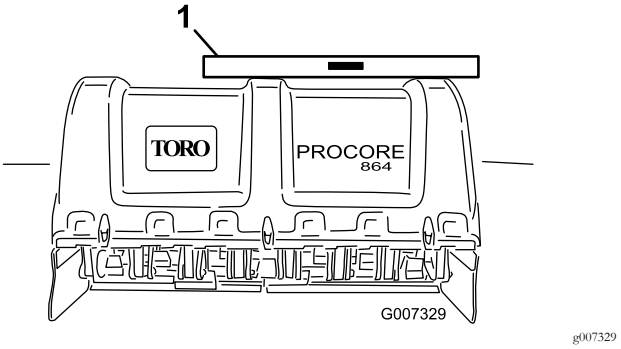

**Figur 15**
2. Anbring et vaterpas oven på dybdelufterens stel for at undersøge nivelleringen fra side til side (Figur 15).